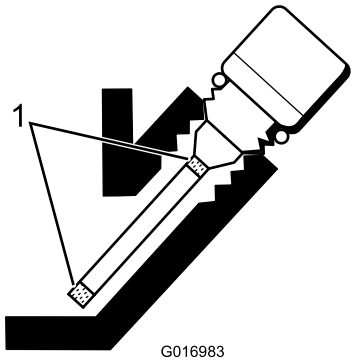

Rysunek 23
5. Jeżeli poziom jest niski, dodaj tylko tyle oleju, ile potrzeba do podniesienia poziomu tak, aby znalazł się on pomiędzy oznaczeniami kreskowymi na wskaźniku (Rysunek 23).